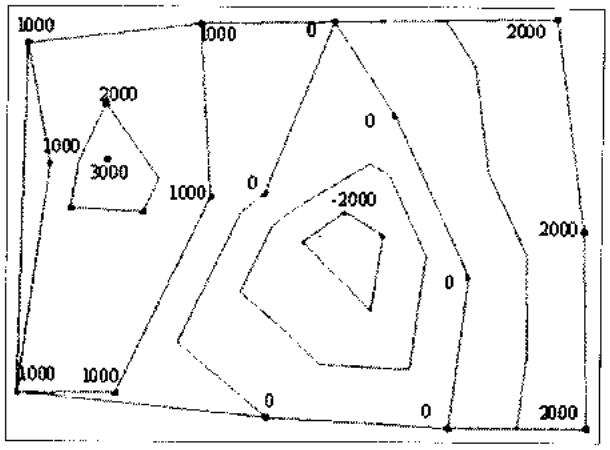

Рис. 22.16. *Формирование горизонталей графическим способом*
b. Устанавливая в поле **Elevation** (Уровень) отметки высоты, задать множество точек топо-поверхности (рис. 22.16).